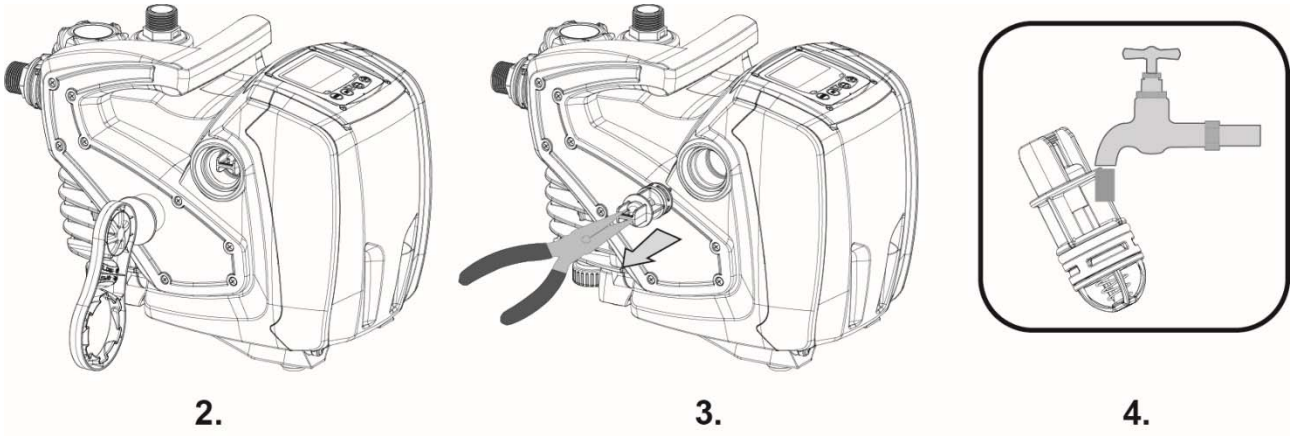

Fig. 8
2. Använd en skruvmejsel eller det avsedda verktyget och ta bort avluftningspluggen för att komma åt backventilen (fig. 8).
3. Använd en tång och dra, utan att vrida, ut backventilens patron genom att gripa om byglingen som är specifikt avsedd för detta (fig. 8). Du kan behöva ta i lite grann.
5. För åter in patronen i sitt säte. De två O-ringarna behöver tryckas samman vid införandet (fig. 8).
6. Dra åt avluftningspluggen helt. Pluggen hjälper till att föra in patronen om den ännu inte är helt införd (fig. 8).